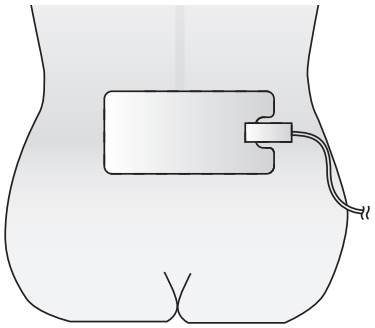

Figure 4-6. Positionner l'électrode de masse sur les lombaires
a. Diriger le côté du câble de l'électrode de masse vers le générateur de radio-fréquence. Placer ensuite l'électrode de masse horizontalement sur la partie inférieure du dos directement au-dessus des fesses, comme indiqué à la Figure 4-6.